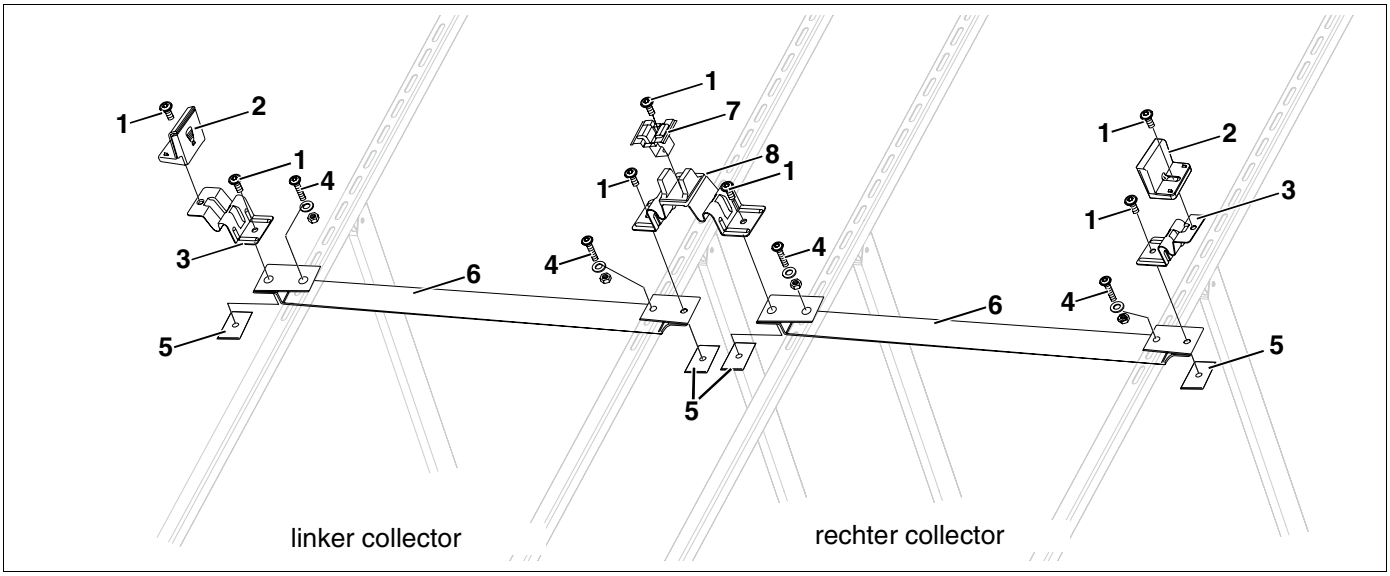

Afb. 4 Collectorveld voor twee collectoren
4.2.2 Bijkomende houder (toebehoren) – afb. 4
Bijkomende houder voor de 1e collector per rij (toebehoren) – afb. 4
Bijkomende houder voor elke bijkomende collector (toebehoren) – afb. 4